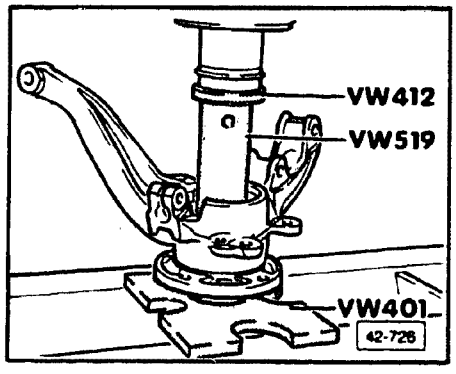

Fig. 5 Wheel hub, pressing in
▶ **Fig. 5 Front subframe bushing, pressing out**
▶ **Fig. 5 Wheel hub, pressing out**